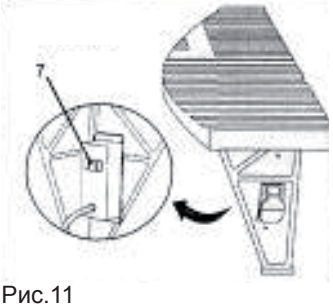

Рис.11
• Закріпіть фрезер 4 гвинтами Philips® з пласкими голівками (6). Перш ніж продовжити складання, переконайтеся, що фрезер надійно закріплений.
• Вставте шнур живлення фрезера в розетку (7) на задній стінці блоку перемикача. Закріпіть шнур так, щоб він не заважав роботі (рис. 11).